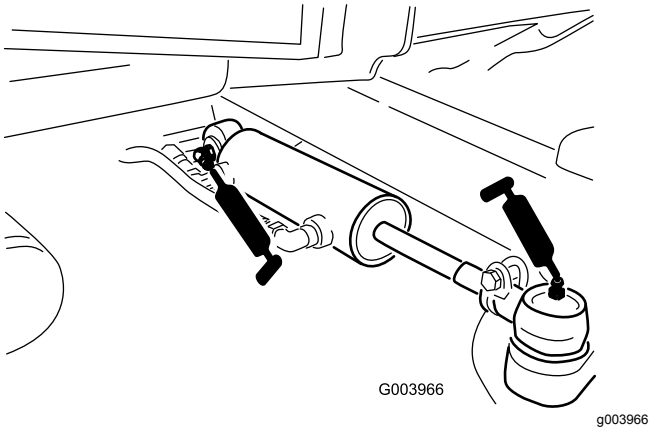

Figur 47
- Styresylinderens kuleledd (2) (Figur 47)